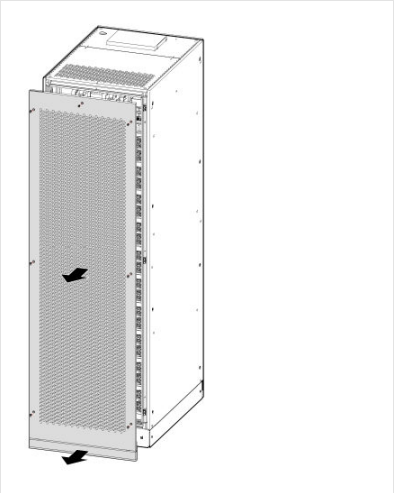

FIGURE 3-16 Removing the rear and bottom plates
1. Remove the rear plate and the bottom plate of the cabinet (Figure 3-16).